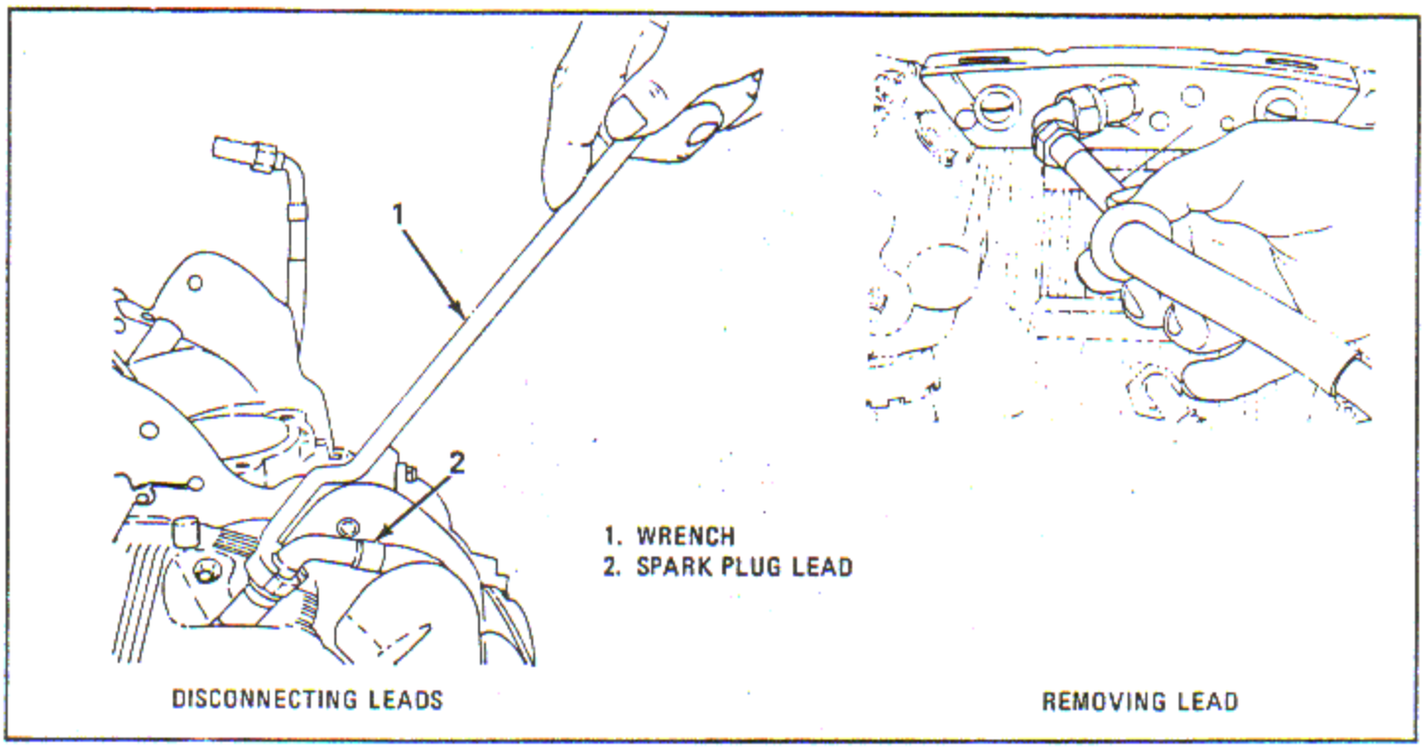

Figure 4-6. Disconnecting Rear Spark Plug Leads, and Removing Lead from Head Deflector
a. If dehydrator plugs are installed in the rear spark plug holes, remove the plugs. If spark plugs are installed in the rear spark plug holes, disconnect the rear spark plug leads (2, figure 4-6), at the spark plugs using the applicable wrench (1).